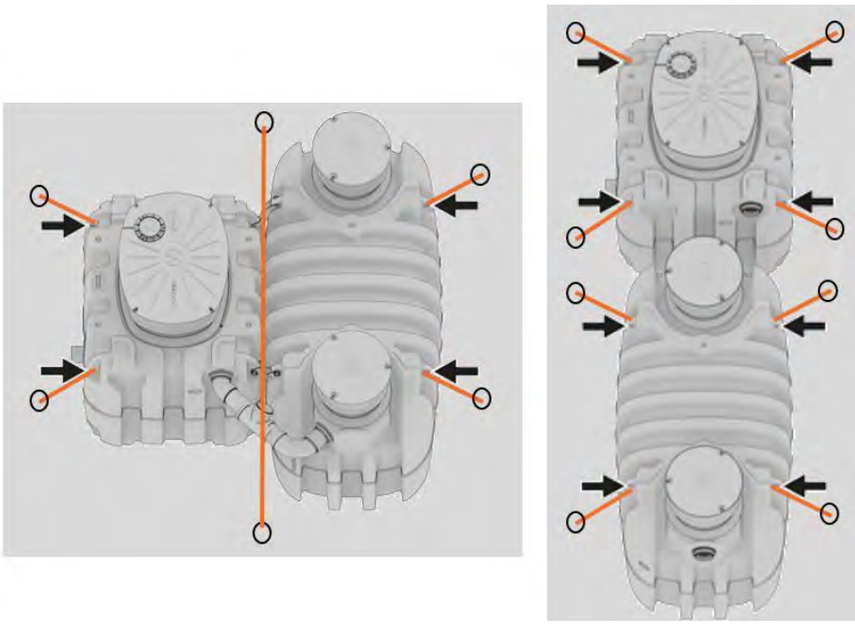

Fig. 31: Position anneaux d'ancrage et sangles configuration PACK (gauche) et LINE (droite)
2. Positionner les sangles tel que présenté en *Fig. 31 en utilisant les anneaux de levage des cuves indiqués par les flèches noires.*